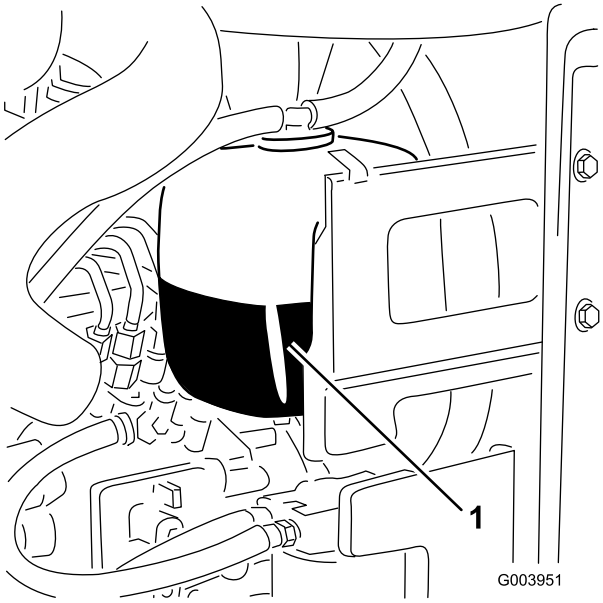

Figur 33
1. Kontroller kølevæskestanden i ekspansionsbeholderen (Figur 33).